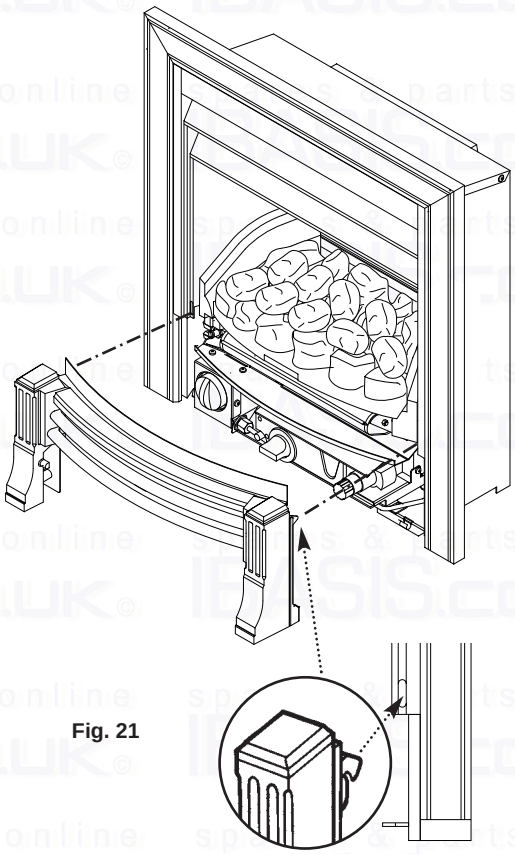

Fig. 21
10. Hook the fender into the sides of the combustion box (Fig. 21).